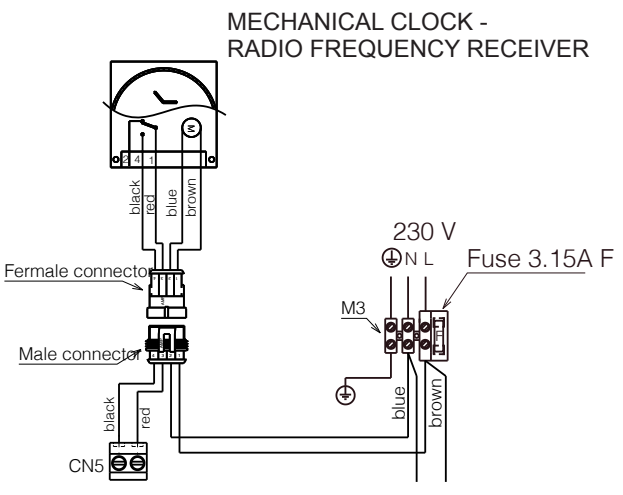

Fig. 49
The appliance is supplied with a 'plug & play' connector that enables a quick and easy connection to various Vokèra controls (see Fig. 49 & 50). For advice on controls that are not featured in this booklet, please contact the Vokèra technical help-line.
- single-channel, voltage-free time clocks (fig. 49)
- programmable RF room thermostats (fig. 49)
- low voltage (24Vdc) room thermostat (CN5 fig. 49).
- Always remove the link between TA & TA on the CN5 PCB terminal (see fig. 49).